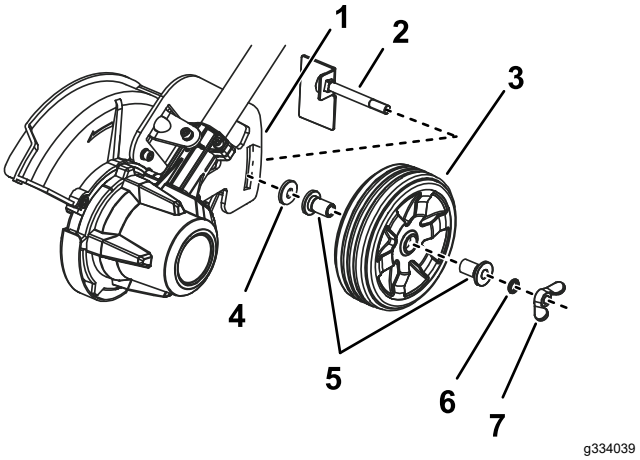

Figure 15
2. Retirez l'écrou à oreilles, la rondelle, les douilles, la roue, la rondelle en caoutchouc et l'axe de roue de la glissière de réglage de la profondeur de coupe sur le coupe-bordures (Figure 15).
4. Insérez l'axe de roue dans la glissière, en orientant la languette vers le bas, comme montré à la Figure 15.
5. Installez la rondelle en caoutchouc, les douilles, la roue, la petite rondelle et l'écrou à oreilles sur l'axe (Figure 15).